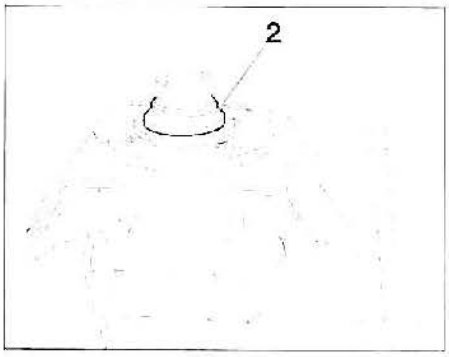

FIG. 20
• Extraer el cubo con la semicaja interior de rodamiento (2) **(fig. 20)**.